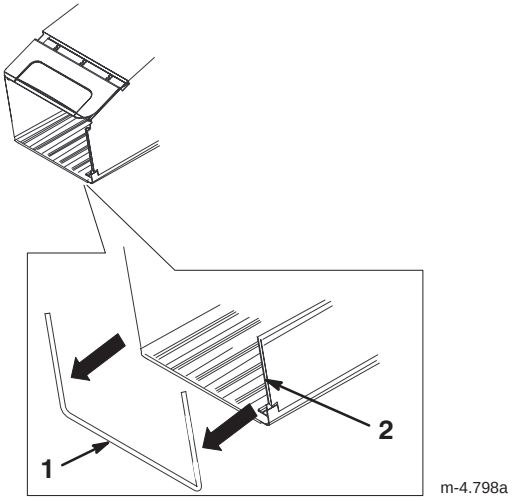

Bild 5
1. Befestigen Sie die beiden Seitenkanäle des Grasfangkorbs am Grasfangkorbrahmen, siehe Bild 5.